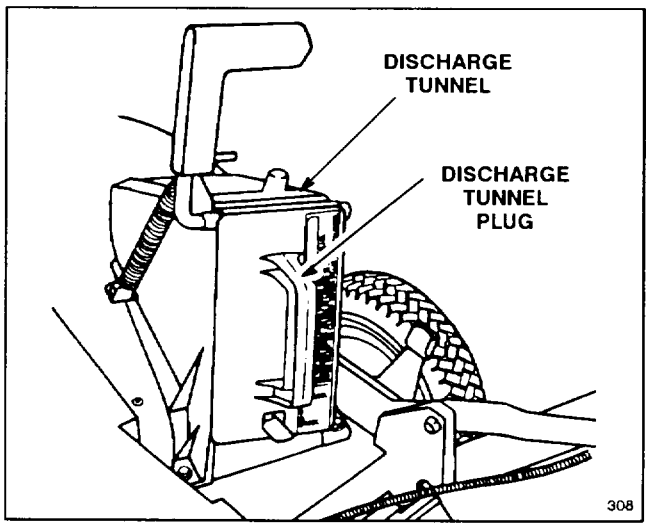

**Figure 27**
**1. Rear Bagging Kit (Model 59174 for self–propelled models, Model 59179 for hand push models)**—Install discharge tunnel and rear mounting grass bag to convert Recycler® II Super Pro® mower to a rear bagging mower (Fig. 27). Includes discharge tunnel plug.